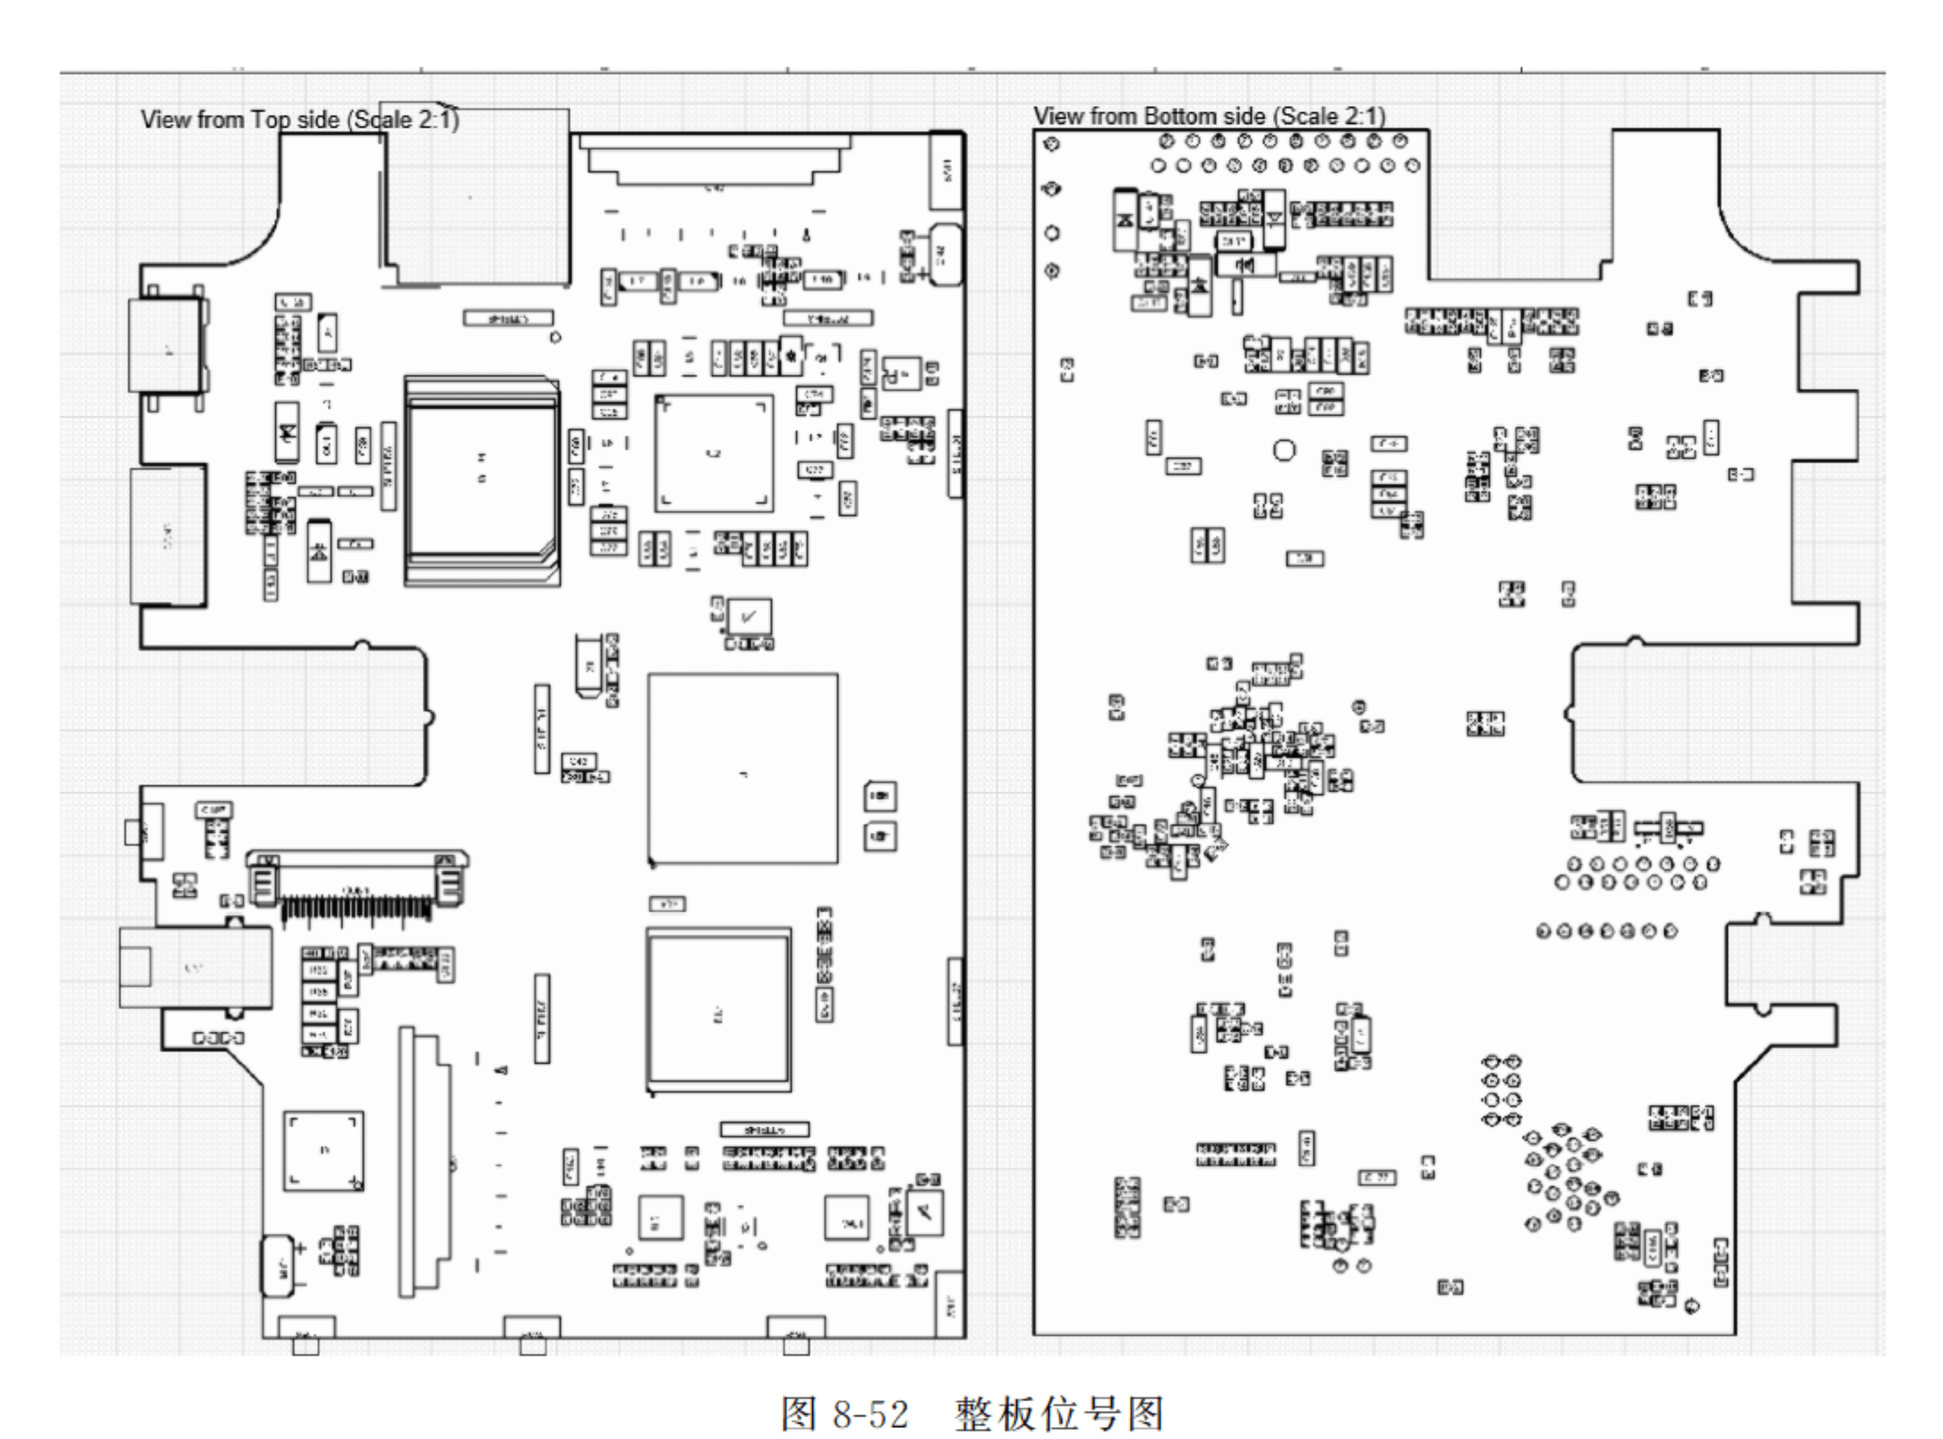

图 8-52　整板位号图
⑤ 按照上述方式对 Scale、Font Size 进行设置，最终得到的位号图如图 8-52 所示。
⑥ 导出 PDF 格式。在 Draftsman 编辑界面下，执行菜单栏中 File→Export to PDF...命令，即可导出 PDF 格式的位号图。